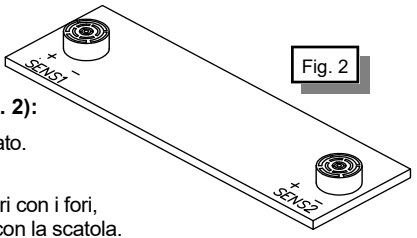

Fig. 2
B) Con sensori montati perpendicolarmente alla basetta (fig. 2):